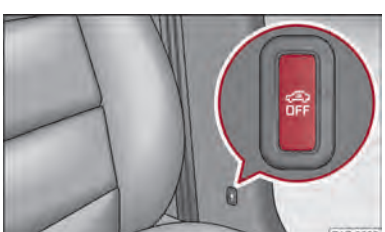

Fig. 19 Button for interior monitor and towing protection monitoring
– Press the button at the centre column on the driver side ⇒ fig. 19, the symbol which lights up in the button changes from red to orange.